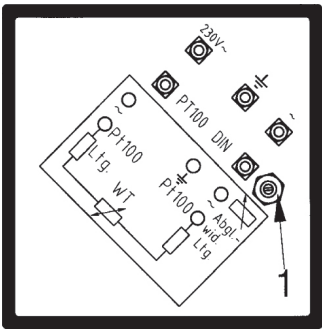
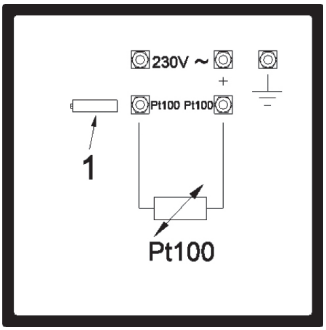

Bild 4/Fig. 4: PQ96
Bild 5/Fig. 5: PQ144
Vor Anschluss ist die Versorgungsspannung zu prüfen. Sie ist auf der Rückseite (Bild 4 bzw. 5) des Instrumentes aufgedruckt. Anschlussleitung (bei ausgeschalteter Versorgungsspannung) und die Erdung an den Klemmen des Instrumentes anschließen. Die Schlüsselweite der Klemmenschrauben beträgt SW7. Stellen Sie sicher, dass die Leitungen in der richtigen Reihenfolge angeschlossen werden. Die Länge der Signalleitung zwischen dem PQ96/PQ144 und dem Widerstandstemperaturfühler (Pt100 Messwiderstand nach IEC 751) darf, abhängig von den äußeren Bedingungen, max. 100 m bzw. max. 10 Ω betragen.
- Nach Einschalten der Spannungsversorgung wird der Zeiger des PQ96/PQ144 am Potentiometer (Bild 4 bzw. Bild 5, Pos. 1) auf 0 °C justiert.
Check the supply voltage of the PQ96/PQ144. It is printed on the rear (Fig. 4 respectively 5) of the instrument. Use the right power for the connection. Connect the power line (with power off) to the terminals as shown in the wiring diagram and connect the ground line. The wrench size of the clamping screw is SW7. Make sure to use the right cable lugs. The electrical line between the PQ96/PQ144 and the resistance temperature sensor (Pt100 measuring resistance to IEC 751) can have a maximum length of 100 m or max. 10 Ω.
- Switch power on. Watch the pointer and adjust the potentiometer for 0 °C (Fig. 4 respectively Fig. 5, pos. 1.)